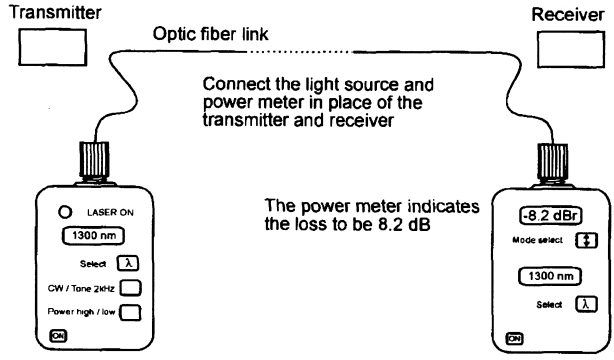

Figure 15.6 Measuring the loss in the optic fiber link
Step 2 Connecting them to the system — Figure 15.6